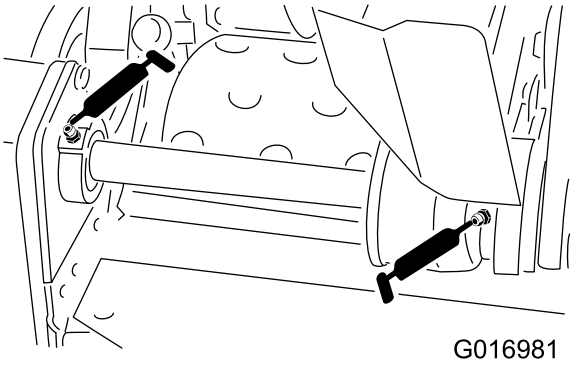

Figur 19
- to på spolemellomakselslagrene (Figur 19)